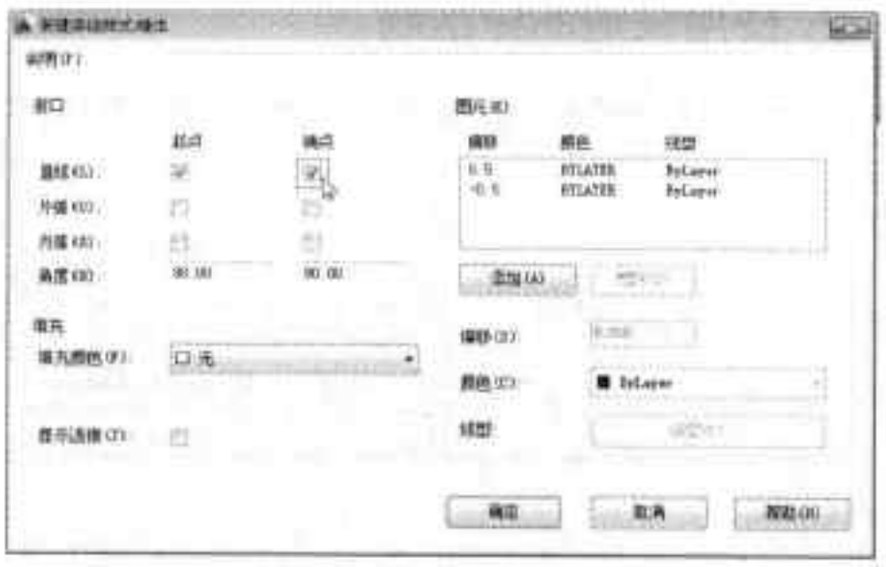

图5-71 设置多线样式
Step04 单击“继续”按钮，打开“新建多线样式”对话框，在“封口”选项组中，勾选“直线”选项的“起点”和“端点”复选框，如图5-71所示。